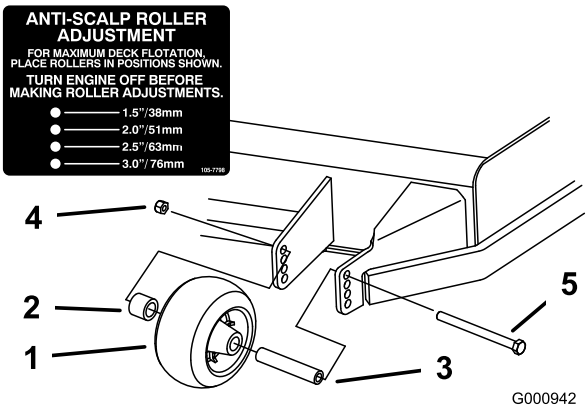
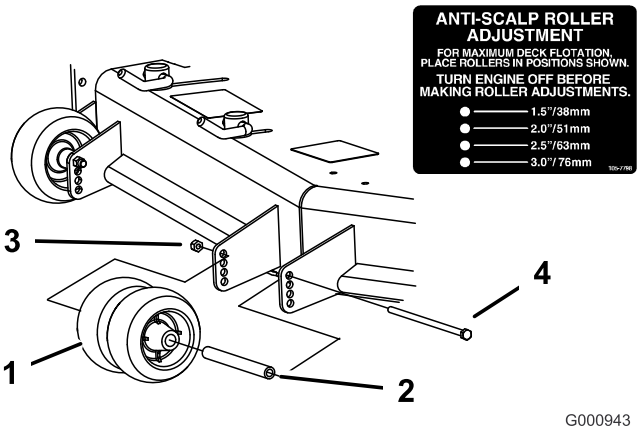
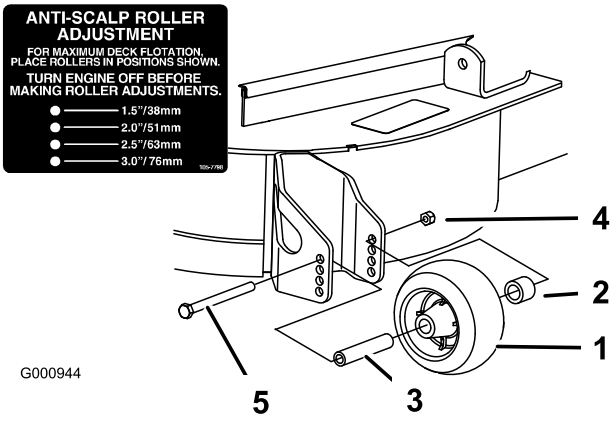

Figure 26
Figure 27
Figure 28
3. Réglez les galets anti-scalp comme montré à la Figure 26, la Figure 27 et la Figure 28.